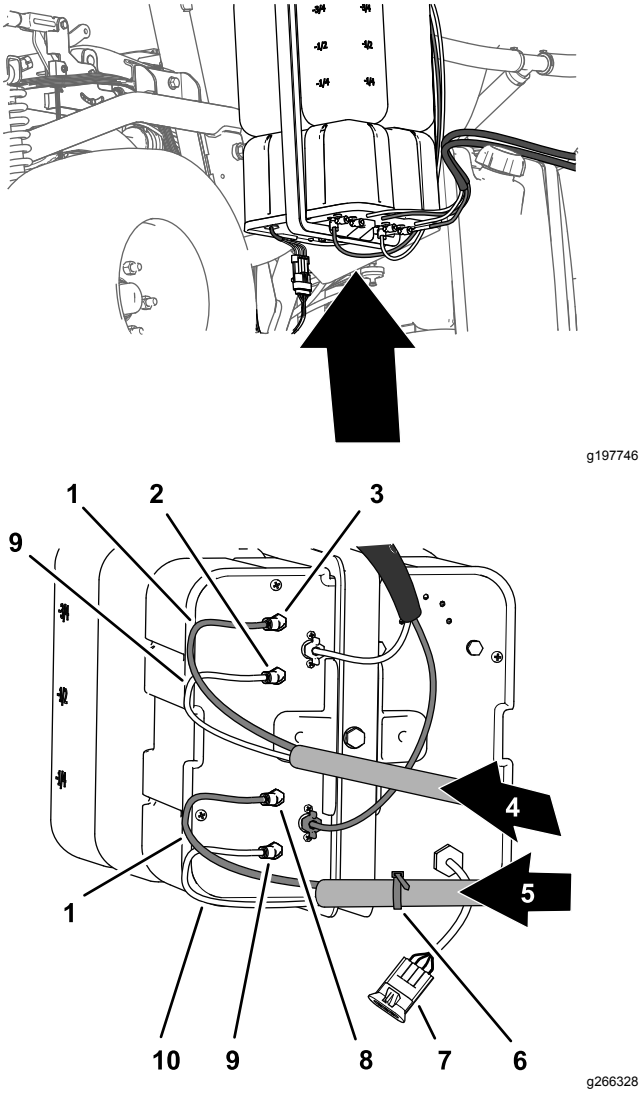

Figur 16
1. Ved kompressorens tilkoblingspanel til skummarkørsættet fastgøres et kabelbånd omkring de gennemsigtige og blå rør til højre sprøjtesektion (Figur 16).